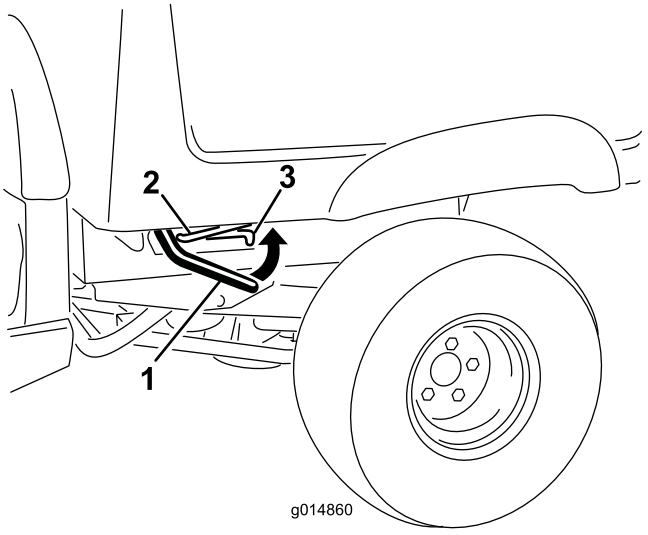

Figur 11
1. Lyft upp spaken på lådans båda sidor och lyft upp boxen (Figur 11).
1. Höj upp lastlådan något genom att lyfta upp låsspärren (Figur 11).
3. Sänk ned lådan tills den låses på plats (Figur 11).